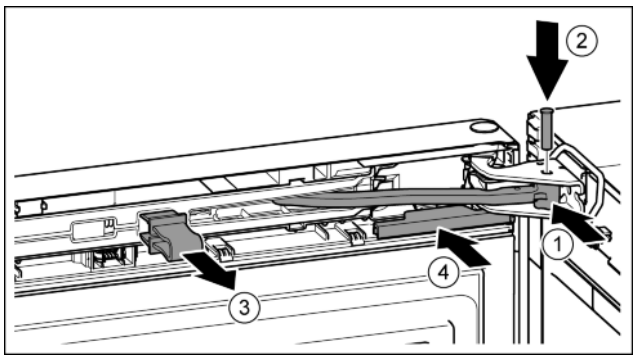

Fig. 22
- ▶ Tourner l'articulation dans le support de palier. *Fig. 22 (1)*
- ▶ Introduire le boulon dans le support de palier et l'articulation. Veiller à ce que l'ergot d'encliquetage repose correctement dans la rainure. *Fig. 22 (2)*
- ▶ Enlever l'arrêtoir. *Fig. 22 (3)*
- ▶ Enfiler le cache. *Fig. 22 (4)*